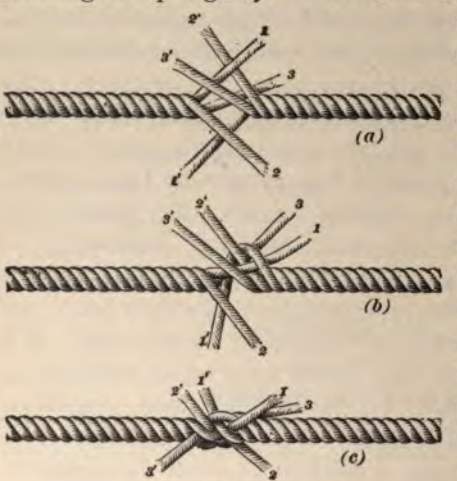

FIG. 1.
22. **Splicing a Sling.**—To make a short splice in a sling, untwist the strands for some distance from each end of the rope. Take an end in each hand and lay the strands within one another, as shown in Fig. 1 (*a*). The strands *1'*, *2'*, and *3'* may be tied to the left-hand end for convenience in handling. Now take the strand *1*, pass it over strand *2'* and under strand *1'*, as shown in Fig. 1 (*b*); then, draw it
tight. Next, take strand 2, pass it over 3′ and under 2′, drawing it up tightly. Now take strand 3, pass it over 1′ and under 3′; then draw it up. The splice will now appear as shown in Fig. 1 (c). Weave the strands 1′, 2′, and 3′ into the left-hand rope in the same manner. Continue weaving the right-hand and left-hand strands alternately until the length of the splice is about 6 times the diameter of the rope. Draw the strands tight and subject the splice to a strain. Then cut off the projecting ends of the strands.